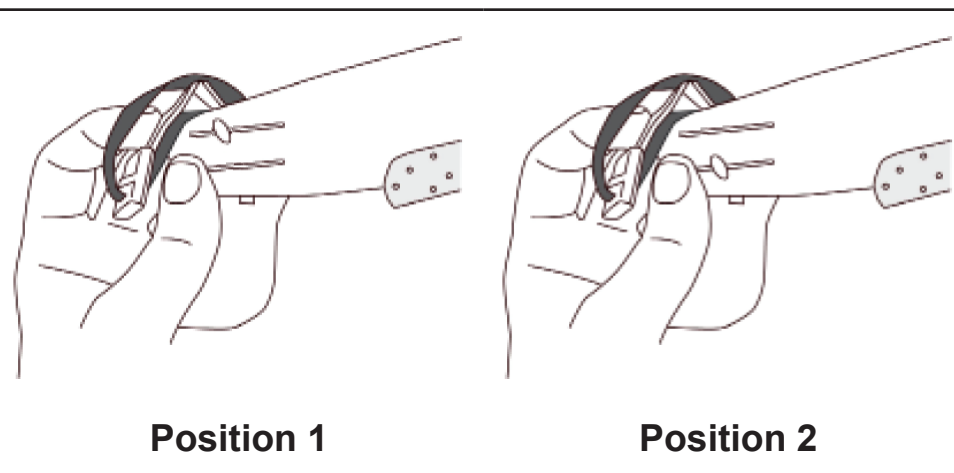

Fig. 2
4. To ensure that headbands are compatible with all head height, the helmet also has the facility to adjust the wearing height by way of repositioning of the headband clips within the suspensions as shown in Fig. 2 and Fig. 6.